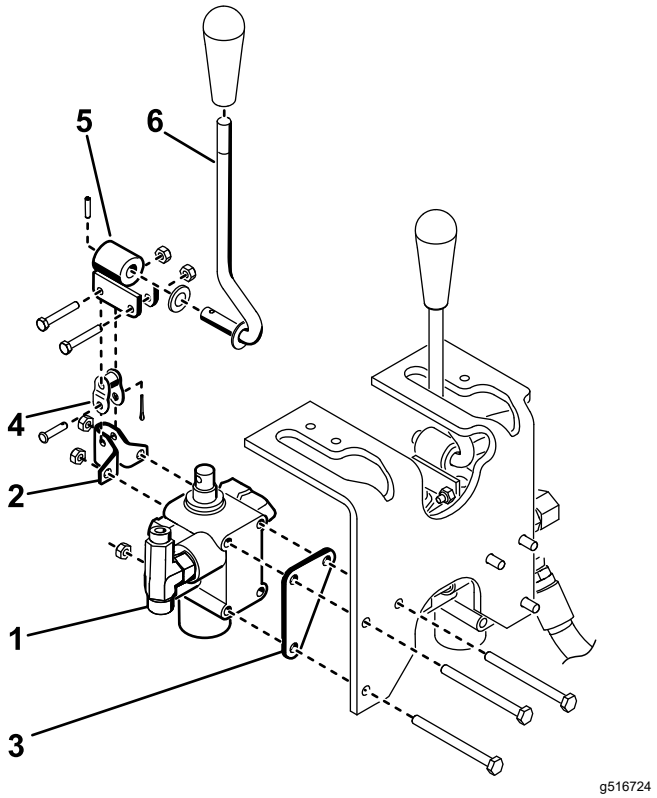

Rysunek 10
4. Zamontuj zespół zaworu, wspornik przegubowy i płytę zaworu do ramy za pomocą 3 śrub (¼ x 3 cale) i 3 nakrętek zabezpieczających (Rysunek 10). Przy montażu ustaw płytę zaworu względem przodu ramy i dokręć elementy mocujące z momentem od 10 do 12 N·m.
5. Luźno zamontuj zespół dźwigni przegubowej do wrzeciona zaworu oraz do łącznika odsadzonego za pomocą 2 śrub (nr 10 x 1¼ cala) i 2 nakrętek zabezpieczających (Rysunek 10).